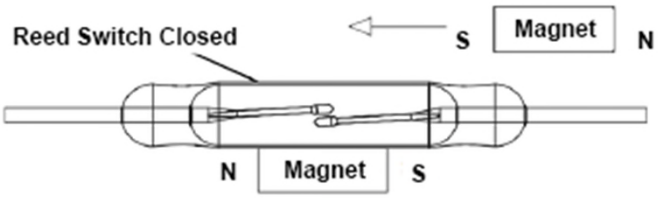

図16. 逆極性の永久磁石をリードとバイアス磁石に近づけると接点が開きます。
- 1個の磁石を使用する場合：リードスイッチに永久磁石を近づけると、接点が閉じます。その後、永久磁石を離すと、接点は閉じたままになります。永久磁石を回転させ、磁気の極性を反転させる必要があります。その後、永久磁石を再びリードとバイアス磁石の近くに持ってくると、接点が開きます（図16参照）。